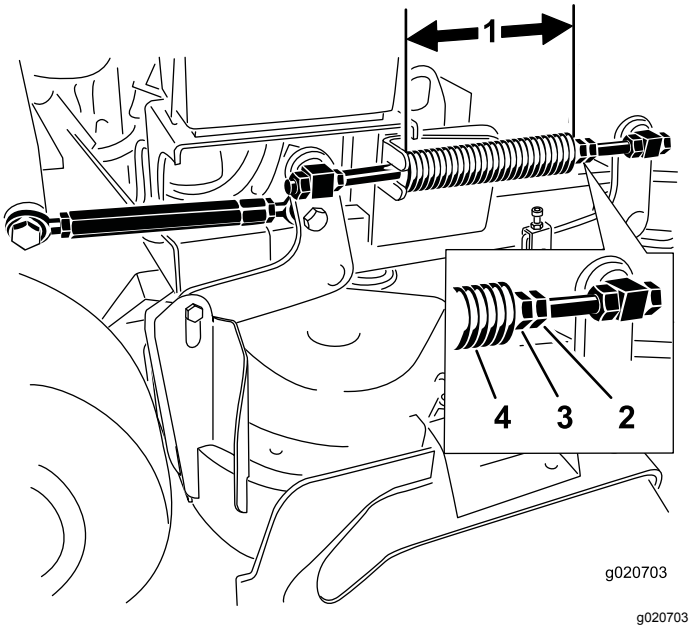

Figuur 88
Opmerking: De nominale lengte bedraagt 28,2 cm voor maaidekken van 91 cm en 25,7 cm voor maaidekken van 102 cm (Figuur 88).
3. U kunt deze afstand instellen door de contramoer van de veer los te draaien en vervolgens te draaien aan de moer op de voorkant van elke veer (Figuur 88).
4. U borgt de moer in deze stand door de contramoer van de veer vast te draaien (Figuur 88).